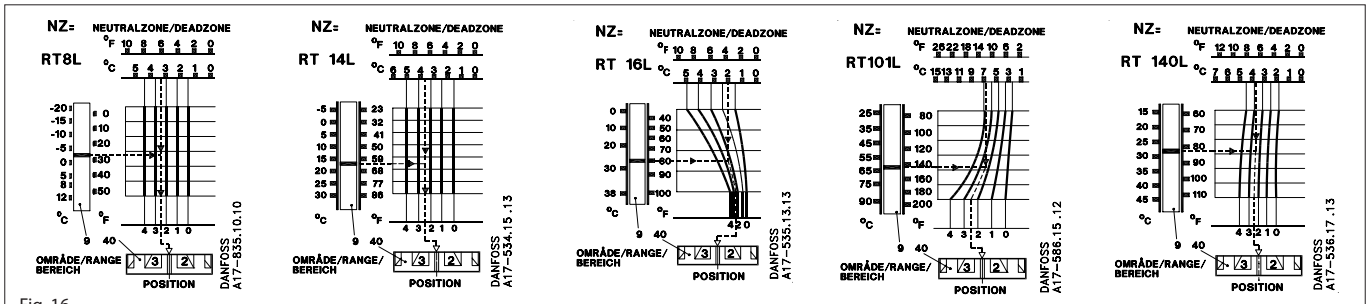

Fig. 16
La zona neutra requerida puede encontrarse en el diagrama de la unidad en cuestión, fig. 16.
Las líneas de puntos del diagrama del RT 16L, fig. 16 se cortan mutuamente en la curva que corresponde a la posición 2,8 y el disco (40) de ajuste de zona neutra debe ser ajustado en este valor.